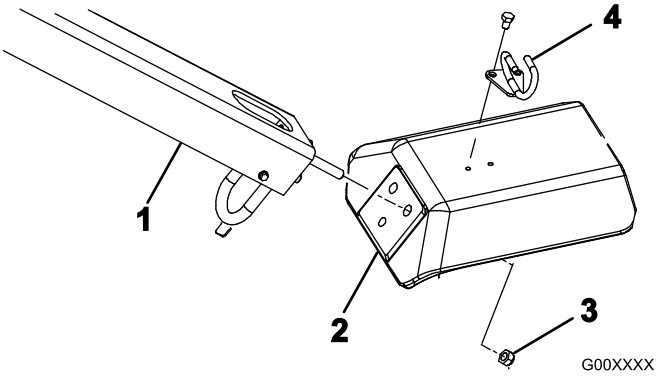

**Figur 4**
2. Før inn håndtakets monteringsbolter i hullene i gaffelen (Figur 4).
3. Fest håndtaksboltene til gaffelen med tre låsemutrer (1/2 tomme) (Figur 4)
5. Fest kabelføreren øverst på gaffelen med to bolter (5/16 x 1/2 tomme) (Figur 4).